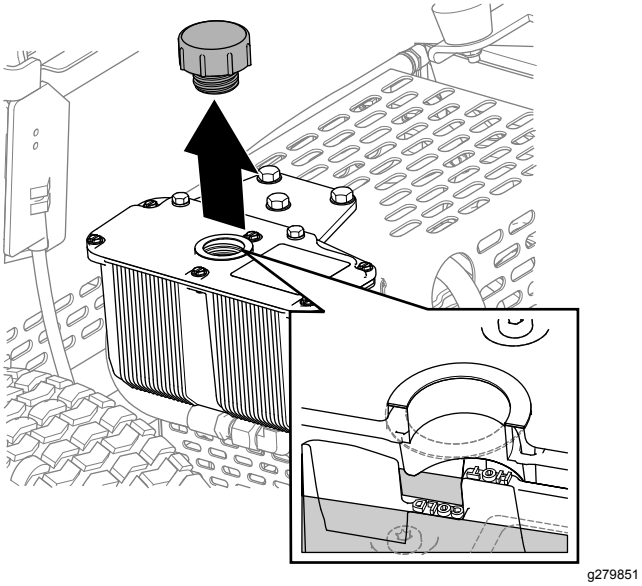

図 35
3. キャップを外してタンク内の油圧オイルの量を調べる図 35。